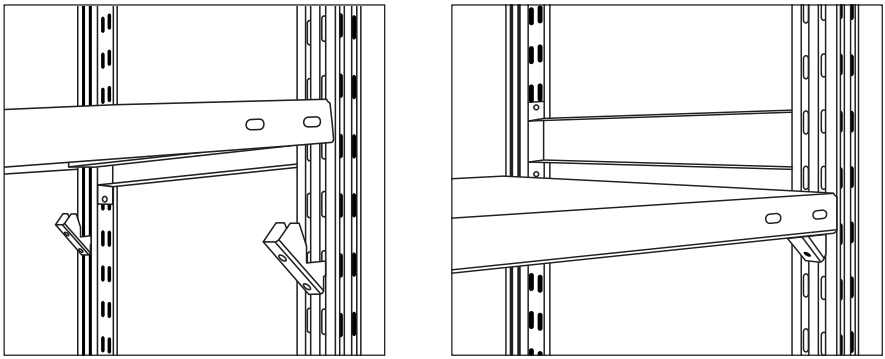

Рис. 9 Установка полки
3. Установите две собранные рамы на расстоянии 700, 1000, 1200 или 1500 мм (в зависимости от выбранной ширины полок) кронштейнами друг к другу и опустите одну сторону полки на кронштейны до упора, а затем с усилием нажмите на противоположный край полки до полного зацепления (рис. 9).